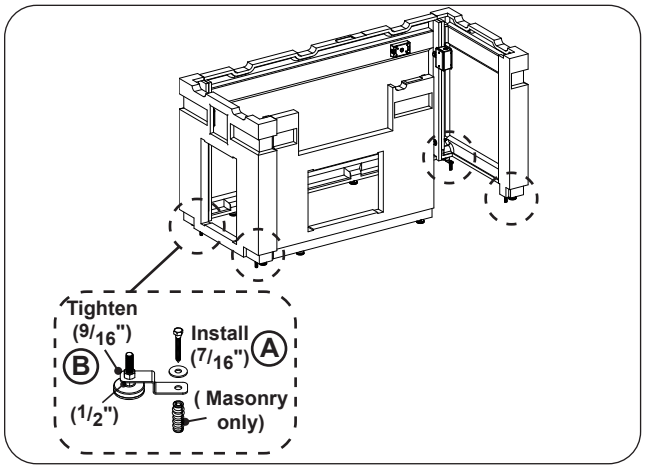

Fig. 9-3 Mount island
1. Secure the island to the floor using the 4 pre-installed mounting brackets. Use a $^7/_{16}$" open end wrench and the supplied mounting hardware as appropriate. See Fig. 9-3, A.
Finish by tightening down the brackets. Hold a leveler in place (below bracket) with a $^1/_2$" open end wrench, and tighten the nut (above bracket) using a $^9/_{16}$" open end wrench. See Fig. 9-3, B.